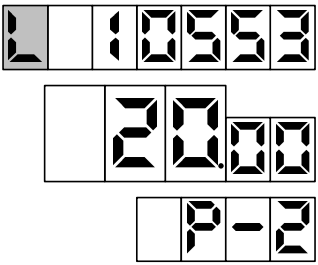

Рисунок 2
– отображение значений суммарного счетчика рукава в строке указателя стоимости с мигающим символом "**L**" в старшем разряде. В строке цены за литр отображается порядковый номер рукава и символы "**P-**" (рисунок 2).